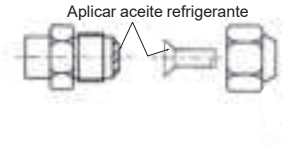

Fig. 7-2
3) Aplique aceite refrigerante en la superficie abocardada. (Fig. 7-2)